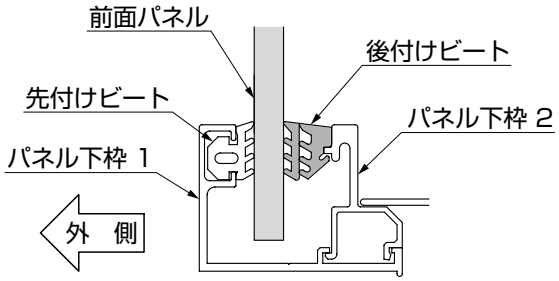

図9-3　A部詳細図
- ●後付けビートには、取付ける向きがあります。(図9-3参照)